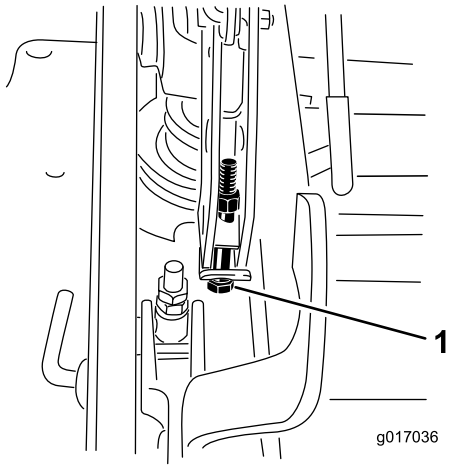

Figuur 89
13. Als het maaidek te laag is, draai dan de bout van het enkelpuntssysteem rechtsom. Als het maaidek te hoog is, draai dan de bout van het enkelpuntssysteem linksom (Figuur 89).